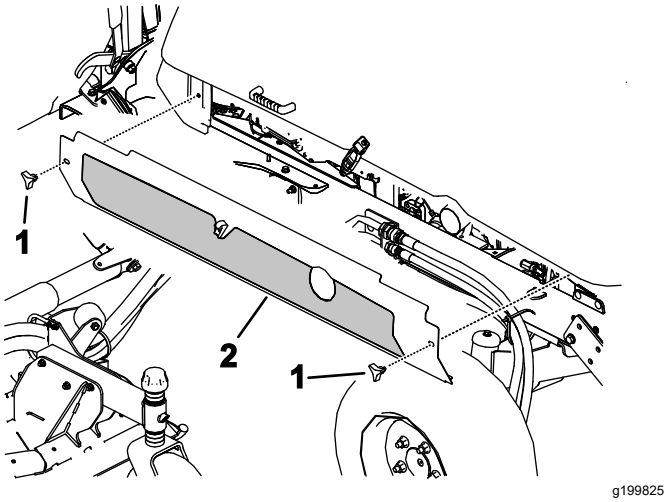

Figuur 111
4. Zet de knoppen los en verwijder de beide zijschermen (Figuur 111).
5. Monteer de zijschermen (Figuur 111).